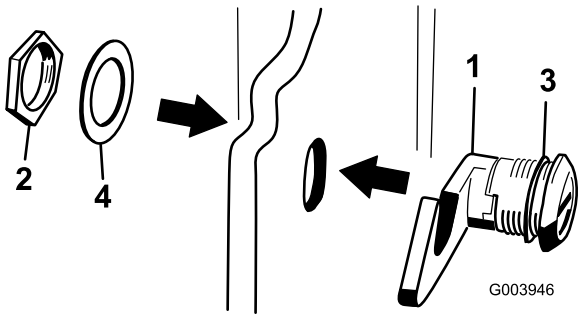

Figur 16
3. Fjern mutteren fra panserlåsenheten (Figur 16).
4. Utenfor panseret før inn krokenden på låsen gjennom hullet i panseret. Kontroller at gummitetningsskiven er igjen på den ytre siden av panseret (Figur 16).